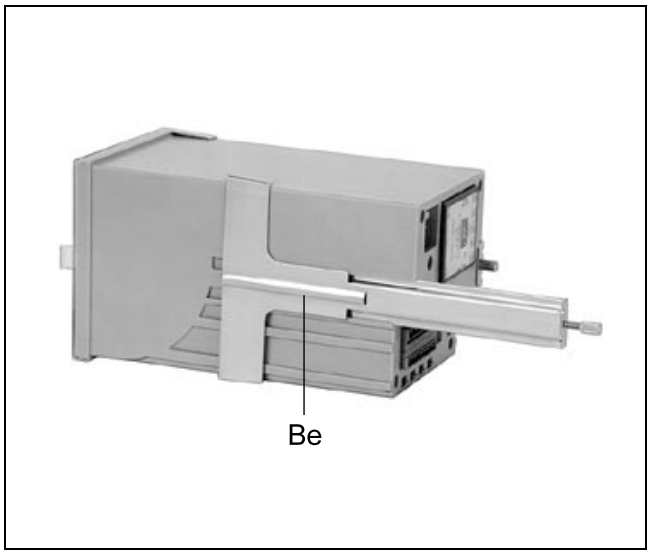

Fig. 3 Mounting the brackets
2. Fit mounting brackets *Be* laterally into the fitting notches on the case (see Fig. 3).